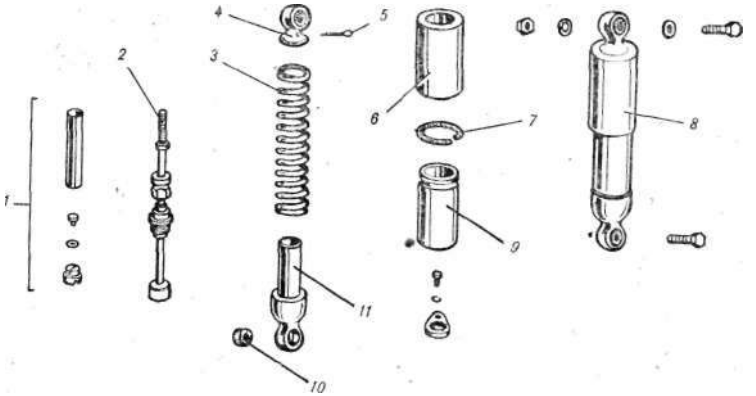

Рис. 126. Амортизатор подвески заднего колеса.
4. Вынуть шплинт *5* (рис. 126) из верхнего наконечника.
(к рис. 126)